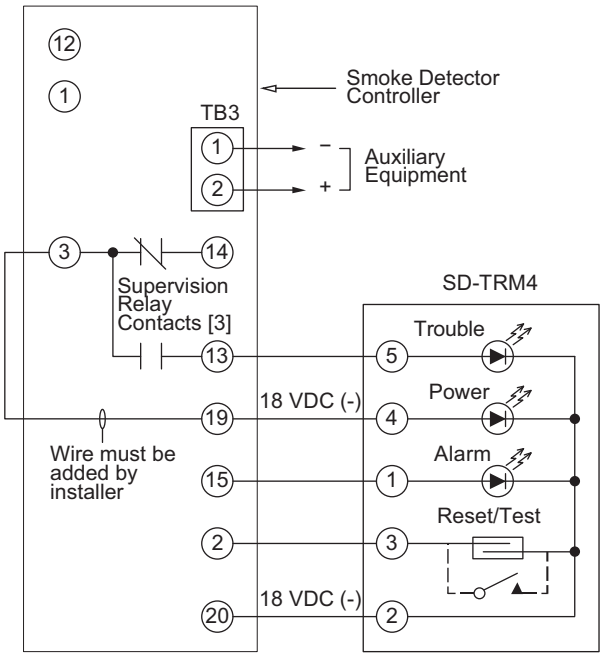

Fig. 38 — Remote Test/Reset Station Connections
The test/reset station dirty sensor test checks the test/reset station's ability to initiate a sensor dirty test and indicate the results. It must be wired to the controller as shown in Fig. 38 and configured to operate the controller's supervision relay. For more information, see "Dirty Sensor Test" on page 21.
1. Verify that the remote test/station is wired as shown in Fig. 38. Repair or replace loose or missing wiring.